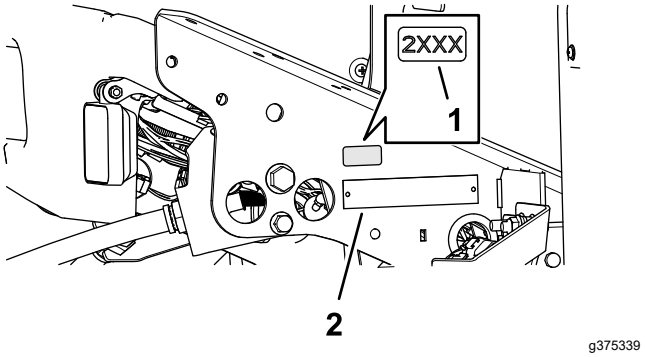

Figuur 36
1. Maak de vloerbeugel schoon rondom het plaatje met serienummer, en laat de beugel drogen. Gebruik hierbij schoonmaakalcohol en een schone doek (Figuur 36).